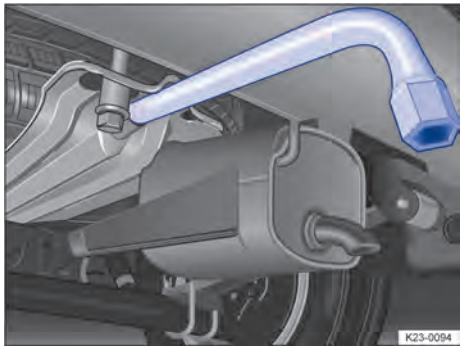

Fig. 229 Debajo del vehículo: soporte de la rueda de repuesto con la llave de rueda introducida.
3. Introduzca la llave de rueda en el soporte → Fig. 229.
2. Introduzca la llave de rueda en el soporte → Fig. 229.